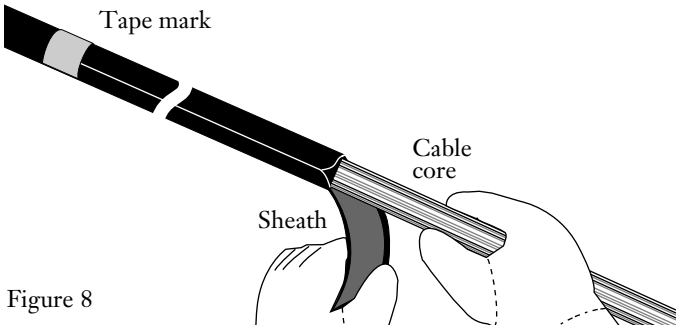

Figure 8
**5.7** Carefully separate the sheath from the yarn-covered cable core back to the tape wrap (Figure 8).